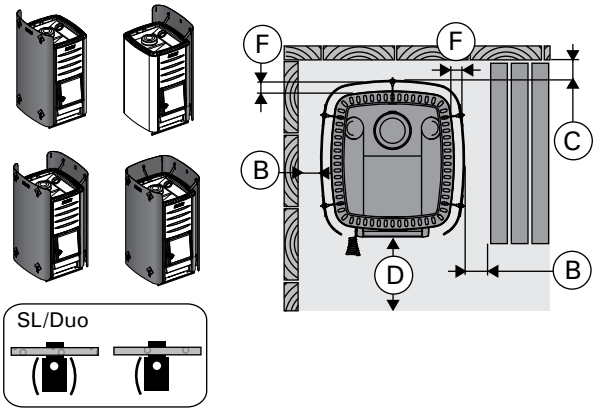

Рисунок 8. Безопасные расстояния с защитными ограждениями (все размеры приведены в миллиметрах)
D. Защитное ограждение Harvia WX017. Рисунок 8.
E. Защитная обшивка WL400–WL775. Рисунок 8.